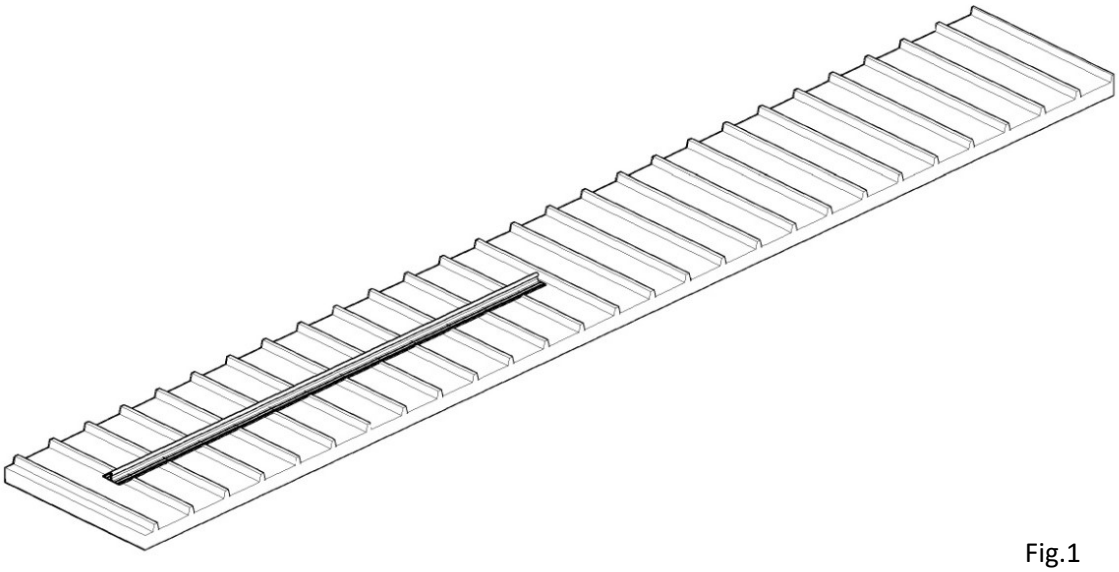

Fig.1
- Rivettare il primo modulo della linea di ancoraggio con 2 rivetti per fissarlo e stabilizzarlo sulla copertura (Fig.1)